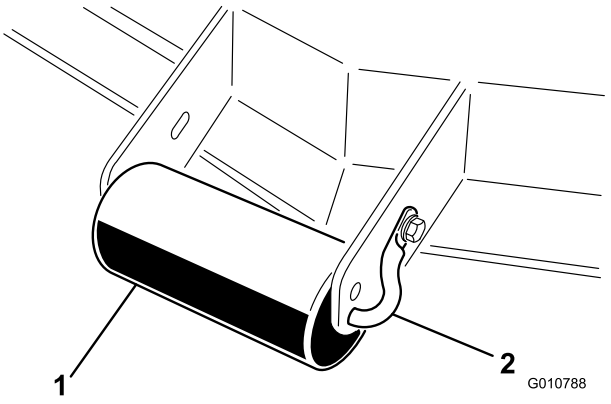

Figur 10
1. Ta av hodeskruen og mutteren som fester valseakselen til brakettene på klippeenheten (Figur 10).